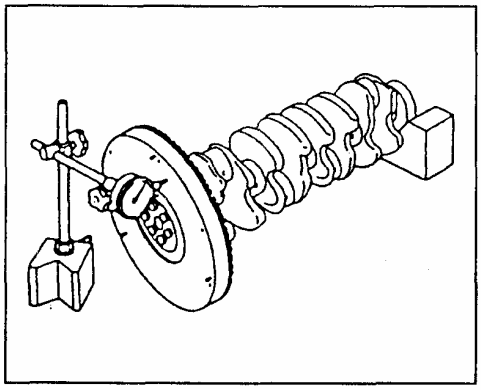

Рис. 169
- Проверьте биение маховика при помощи измерительного инструмента (Рис. 169).